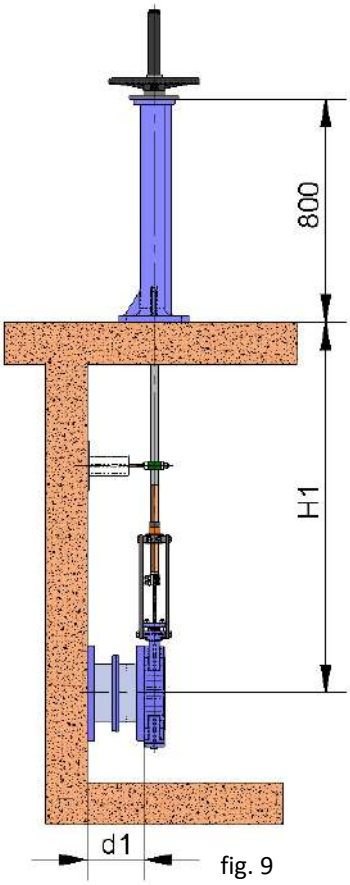

fig. 9
- La colonne de manœuvre standard est de 800 mm de hauteur (fig. 9). D'autres mesures de colonne sur commande.